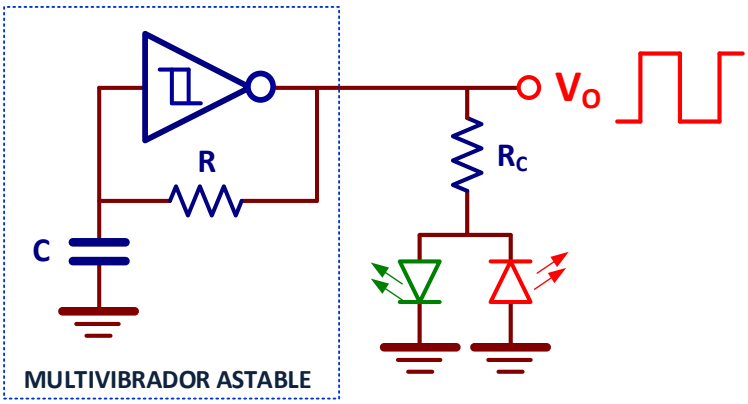
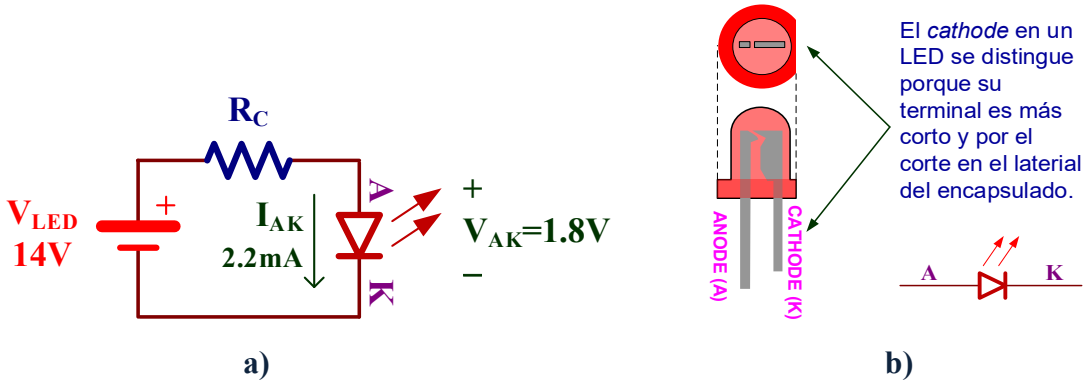

Figura VII.5*. Esquema de un intermitente luminoso.*
Figura VII.6. a) *Polarización directa de un LED;* ***b)*** *Identificación de los terminales del LED.*
En esta sección se abordará el análisis y construcción de un intermitente luminoso de la figura VII.5 que utiliza un multivibrador astable para encender/apagar los diodos LED de salida. El multivibrador astable u oscilador de relajación o simplemente astable es un circuito inestable que permite generar una onda cuadrada a su salida. Se diseñará este astable para que la señal cuadrada sea de baja frecuencia (1Hz aproximadamente) activando de manera intermitente los diodos LED conectados en contrafase.
D) Calcular el valor de la resistencia R_C del circuito de la figura VII.6.a para polarizar al LED en directa (emita luz) con V_{AK}=1.8V e I_{AK}=2.2mA.
El circuito de la figura VII.6.a emula la polarización de los LEDs de la figura VII.5 ya que las tensiones de salida del disparador Schmitt son V_{OH}=14V y V_{OL}=–14V.
Montar el circuito de la figura VII.6.a con el valor de R_C adecuado teniendo en cuenta la identificación de los terminales ánodo (A) cátodo (K) del LED indicados en la figura VII.6.b; utilizar la fuente de alimentación DC variable del laboratorio para obtener la tensión de 14V. A continuación, medir el valor experimental de la polarización del LED (V_{AK} e I_{AK}) con el multímetro.